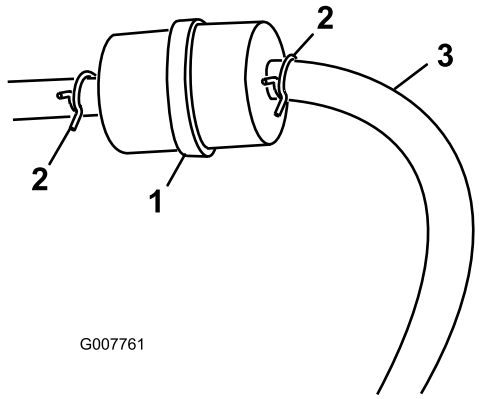

Figur 29
3. Klem sammen endene på slangeklemmene, og skyv dem bort fra filteret (Figur 29).
5. Monter et nytt filter, og skyv slangeklemmene nær opptil filteret (Figur 29).
3. Løsne på drivstoffilterets slangeklemme og skyv den opp i bensinslangen, bort fra drivstoffilteret (Figur 29).
4. Koble bensinslangen fra drivstoffilteret (Figur 29).
Merk: La bensinen tømmes ut i en drivstoffbeholder eller tappefat (Figur 29).
5. Sett bensinslangen på drivstoffilteret. Skyv slangeklemmen nært opptil drivstoffilteret for å feste bensinslangen (Figur 29).